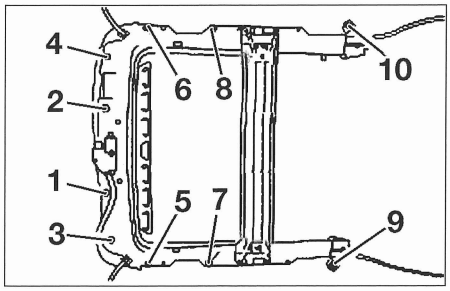

FIG. 79
- procurar poner correctamente el techo en los clips (3) antes de reapretar los tornillos de fijación.
- respetar el orden de apriete indicado **(fig. 79)**.